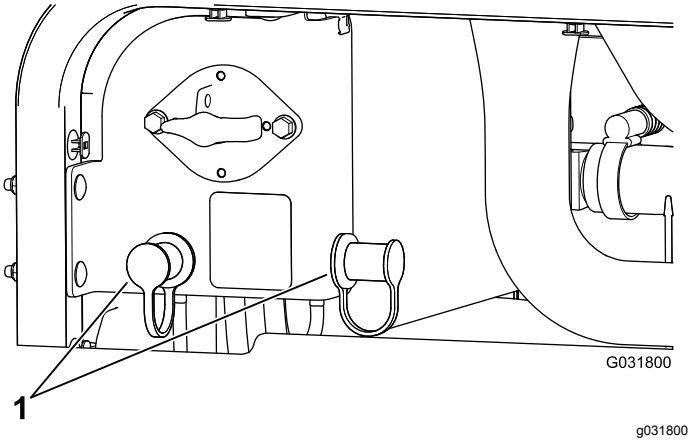

Figur 114
3. Fjern dekslene fra startpolene (Figur 114).